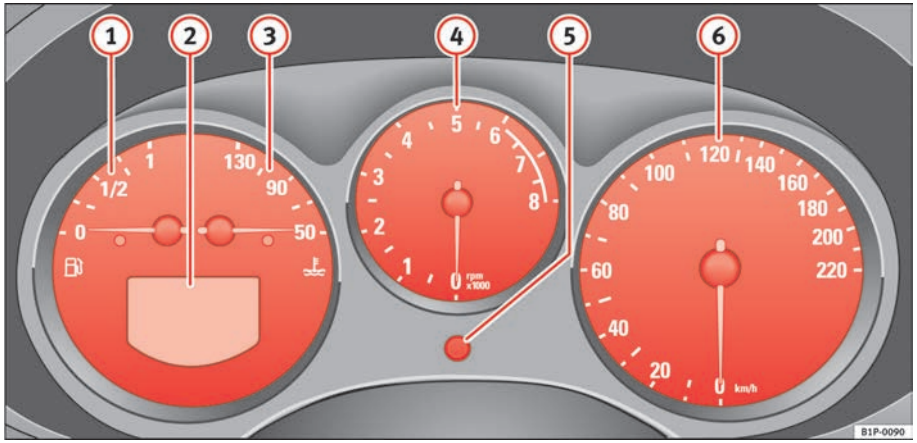

Fig. 32 Detailed view of dash panel instrument panel
The start of the red zone on the dial ⇒ page 56, fig. 32 (4) indicates the maximum engine speed which may be used briefly when the engine is warm and after it has been run in properly. However, it is advisable to change up a into a higher gear, move the selector lever to D or lift your foot off the accelerator before the needle reaches the red zone.
– Turn the setting knob ⇒ page 56, fig. 32 (5) anti-clockwise to the stop to set the hour. If the knob is turned briefly anti-clockwise the clock will advance one hour further.
The right-hand counter registers the short journeys. The last digit indicates steps of 100 metres. The trip recorder counter may be reset by the reset button ⇒ page 56, fig. 32 (5).